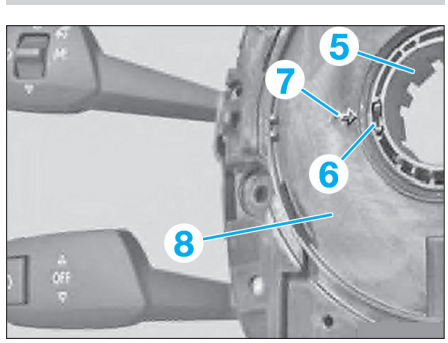

Fig. 12
Ne pas faire tourner la bague (5) (Fig.12).
- L'encoche (6) de la bague (5) doit coïncider avec la flèche (7) sur le support des commodos (8) **(Fig.12)**.